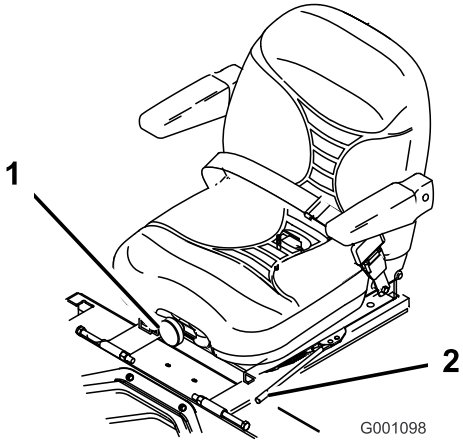

Figur 24
1. Flytt spaken sidelengs for å låse opp setet for å justere (Figur 24).
Drei den fremre knotten enten til høyre eller venstre for å gi best mulig komfort (Figur 24).